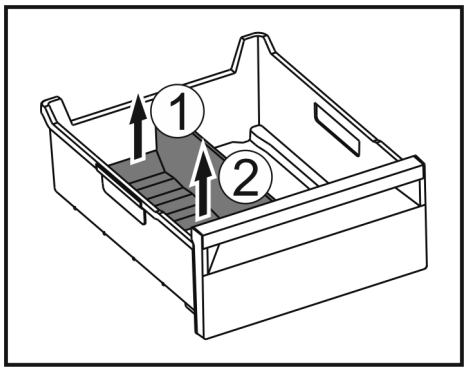

Fig. 153
▶ Achterste deel van de ijsvak-scheider optillen. *Fig. 153 (1)*
▶ IJsvak-scheider er naar boven toe uitnemen. *Fig. 153 (2)*